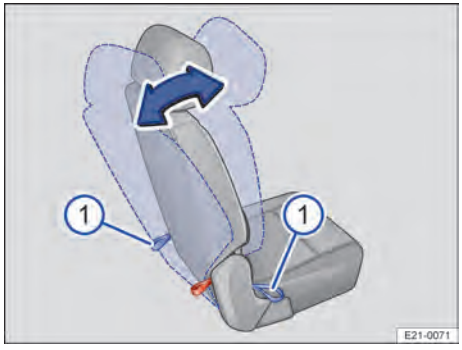

Fig. 70 Segunda fila de asientos: ajustar la inclinación del respaldo.
1. Presione con una mano el respaldo del asiento y, al mismo tiempo, tire con la otra mano de uno de los lazos → Fig. 70 ①: hacia atrás del situado detrás del asiento o hacia delante del situado en un lateral.